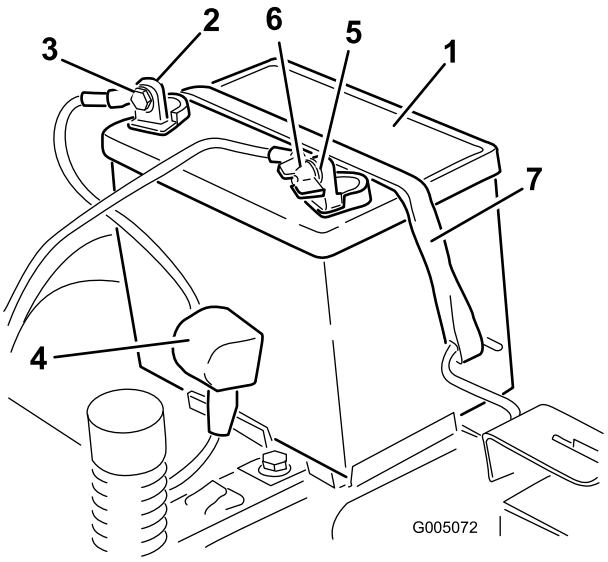

**Figur 44**
4. Koble den negative (svarte) grunnkabelen fra batteripolen (Figur 44). Behold alle festene.
5. Skyv gummihetten oppover på den positive (røde) kabelen. Koble den positive (røde) grunnkabelen fra batteripolen (Figur 44). Behold alle festene.
6. Fjern batteriholderen (Figur 44) og ta ut batteriet.
1. Still batteriet i holderen (Figur 44).
5. Fest batteriet med tilholderen (Figur 44).